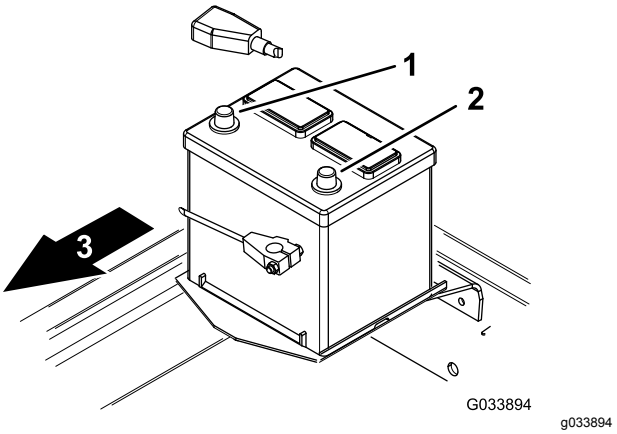

**Figur 11**
2. Monter batteriets pluskabel (rødt) på pluspolen (+), og skyd gummikappen over pluspolen (Figur 11).
3. Monter batteriets minuskabel (sort) på batteriets minuspol (-) (Figur 11).